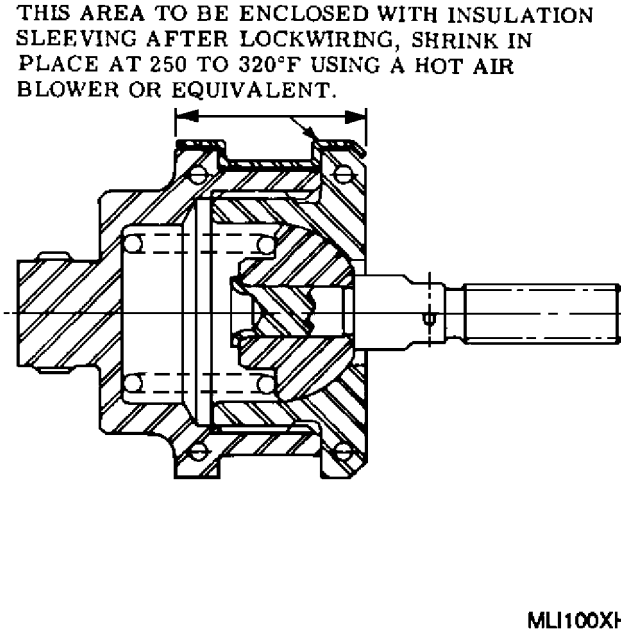

Figure 4. Installation of Insulation Sleeving on Overtravel Coupling Assembly
(5) Drill a 0.094 − 0.097 in. diameter hole into base in alignment with pin hole in plunger assembly (16).
(6) Drive or press pin (17) into the drilled hole, leaving each end of pin an equal depth below surface.
(7) Peen each hole sufficiently to secure pin using a 0.110 − 0.115 in. diameter punch.
(8) Install new insulation sleeving (20) per figure 4.